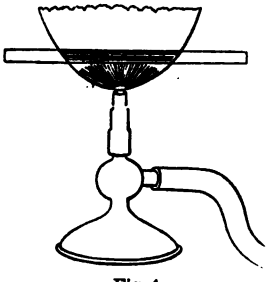
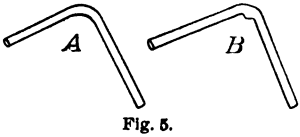

Fig. 4.
Fig. 5.
1. For bending glass use the ordinary gas flame (Fig. 4), or a fish-tail attachment to a Bunsen burner, as the Bunsen flame is too hot. Turn down the gas till the flame is about 5^{cm} across. Bend in the middle and at right angles each of 2 or 3 pieces of glass tubing 14^{cm} long, as follows: Take the *ends* of the tube lightly in the fingers and hold the *middle lengthwise in the flame, just above the dark part.* (Fig. 4.) It must be kept constantly in the flame and slowly rotated with the fingers. It will soon be covered with soot and finally begin to soften, the part which is near the middle of the flame yielding first. A slight pressure indicates the softening. When it begins to soften take it quickly from the flame and—holding it between the eye and a window sash or other right angle, with one eye closed—bend it at right angles (Fig. 5). If it does not bend easily, heat it again. *Before wiping off the soot let the tube cool in such a position that the hot portion will not touch any object.* Bend the other short tubes in the same way.